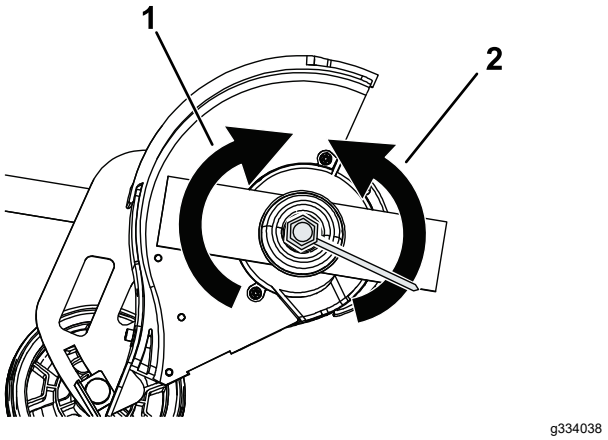

Figura 13
3. Retire la tuerca de la cuchilla girándola en sentido horario usando la herramienta de ajuste suministrada (Figura 13).
6. Apriete la tuerca de la cuchilla girándola en sentido antihorario con la llave suministrada (Figura 13).